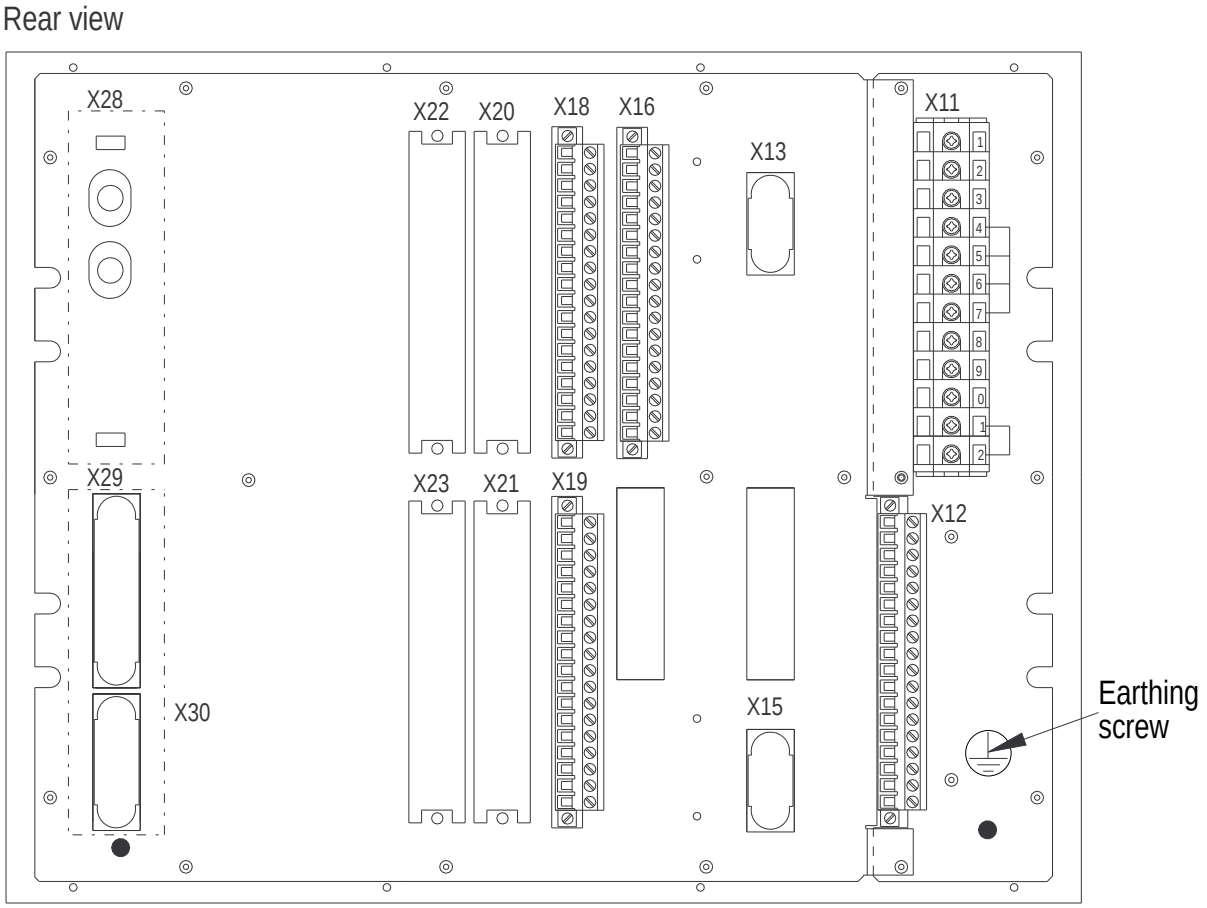

Fig. 6 Rear view of REL 561.
A typical rear view of a product (REL 561) is shown in Fig. 6.
To fulfill safety regulations and to get a full EMC protection, a separate earthing wire must be connected. The wire shall be connected from the earthing screw (grip type TORX T20) on the rear of the terminal (see Fig. 6), to the panel earthing bar. The wire area must be atleast 2,5 mm^2 and the wire as short as possible.
On each terminal, one or two optical ports can be equipped with fibre optic bus connection module type SPA-ZC 21. These are mounted on port X13 and/or X15 (see Fig. 6) The fibres connected can be of either plastic, with a snap-in connection, or of glass, with a bayonet connection.
The bus connection module SPA-ZC 21 has five switches that must be set according to Fig. 6 in “Construction and hardware characteristics”, item 5 in this User’s Guide.